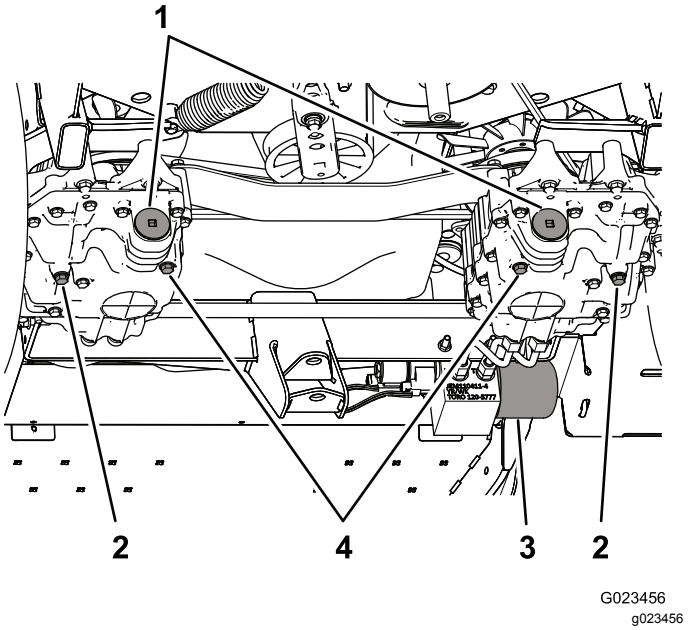

Рисунок 69
3. Снимите пробку сливного отверстия на стороне насоса и пробку сливного отверстия на стороне редуктора (Рисунок 69) и дайте маслу полностью стечь.